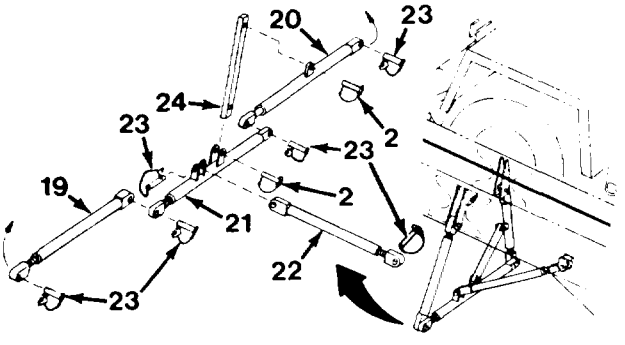

Figure 5-29 *Support for Front of Boom*
e. Disassemble and stow boom support that was removed in step 8 of Preparing the Upperstructure for Lift. Remove two pins (2) and tube (24, Figure 5-29) and store in tool box. Remove three remaining pins (23) that connect posts (19), (20) and (22) to post (21). Using pins (23), stow post (19) at storage location D (Figure 5-26) on upper structure, post (20) at storage location A (Figure 5- 11) on upperstructure and posts (21) and (22) at storage location E (Figure 5-27) on frame.